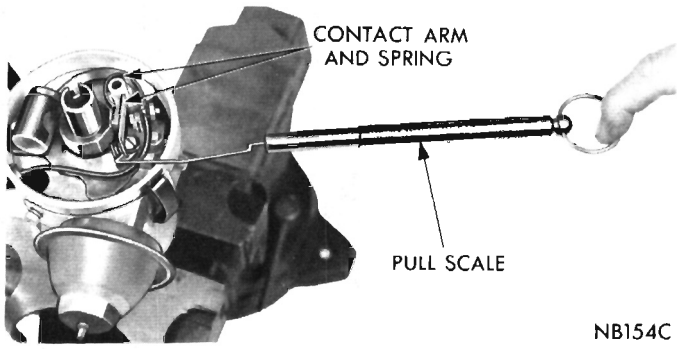

Fig. 11—Testing Contact Arm Spring Tension
(1) Hook a spring scale Tool MTU-36 on the breaker arm and pull in a straight line at a right angle to the contact surfaces (Fig. 11). Take a reading as the contacts start to separate under the slow and steady pull of the scale. Spring tension should be as shown in specifications. If the reading is outside these limits, loosen the screw which holds the end of the contact arm spring, and slide the end of the spring in or out, as necessary.
(2) Tighten the screw and measure the spring tension. **Just the right amount of contact spring tension is very important for effective ignition and efficient engine performance. Spring tension that is too great, will cause excessive wear on the distributor cam and on the nylon block of the movable contact**